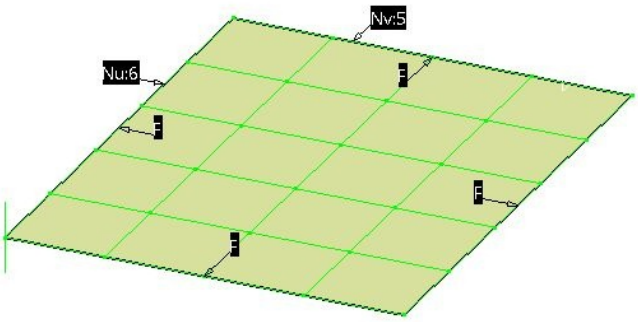
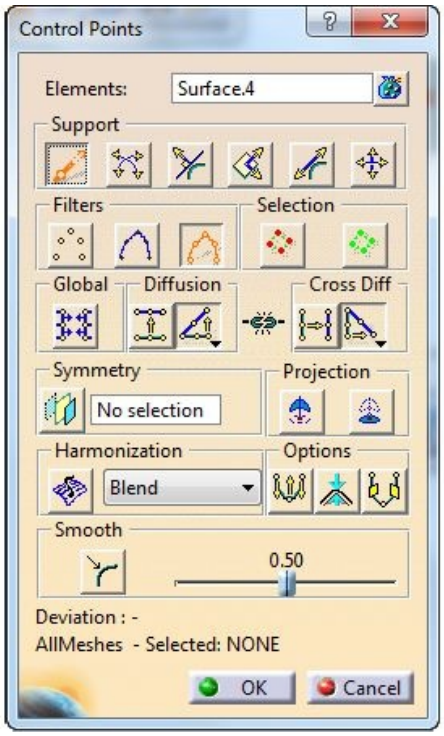

Figure 17-58 *The surface after choosing the* ***Control Points*** *tool*
Figure 17-59 *The* ***Control Points*** *dialog box*
c. Change the number of control points, refer to Figure 17-58 through 17-60.
1. Select the planar patch on the surface and then choose the **Control Points** tool from the **Shape Modification** toolbar; the surface will be displayed, as shown in Figure 17-58. Also, the **Control Points** dialog box is displayed, as shown in Figure 17-59.